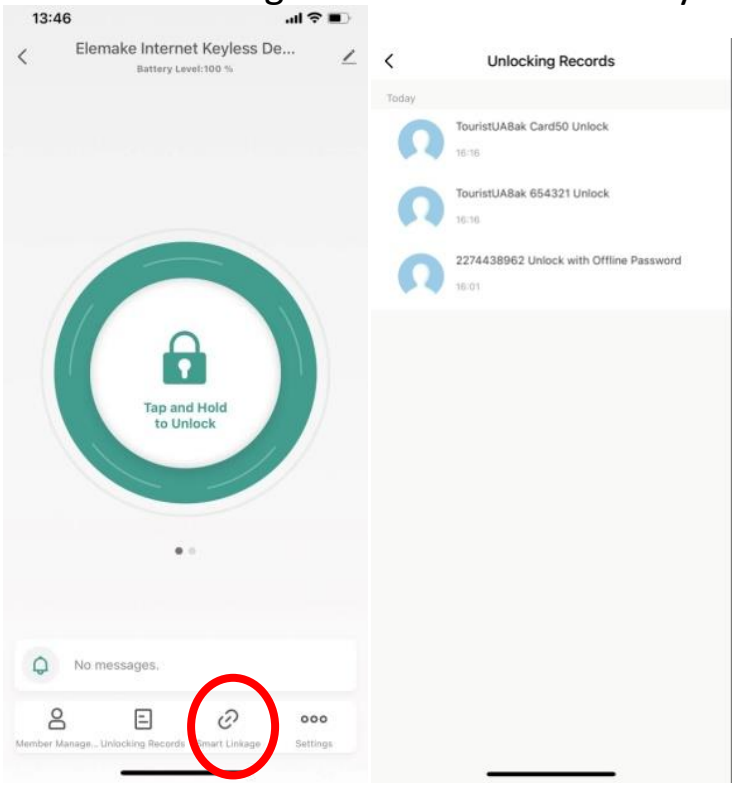

Figure P-8
(8) Record of deadbolt unlocking history(See **Figure P-8)**